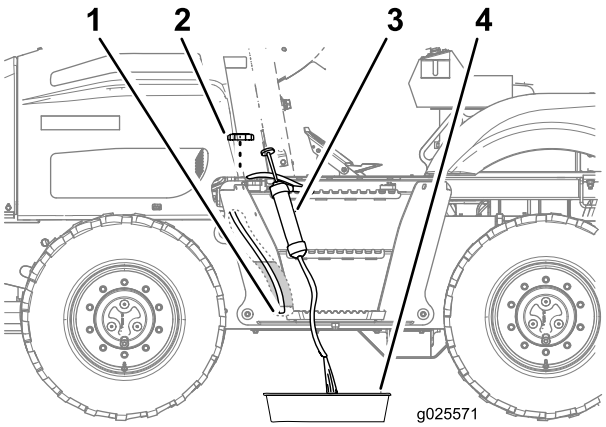

Рисунок 71
1. Снимите крышку топливного бака (Рисунок 71).
2. Проложите входной шланг сифонного оборудования через заливную горловину топливного бака и к его нижней части (Рисунок 71).
3. Направьте выпускной шланг сифонного оборудования в сливной поддон (Рисунок 71).
6. Установите крышку на заливную горловину топливного бака (Рисунок 71).